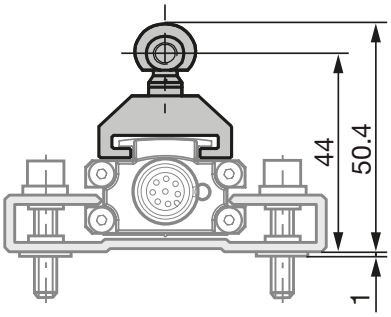
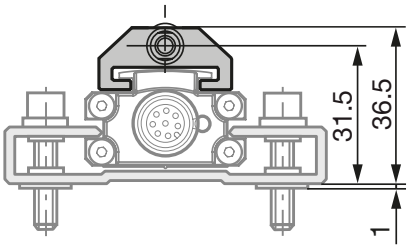
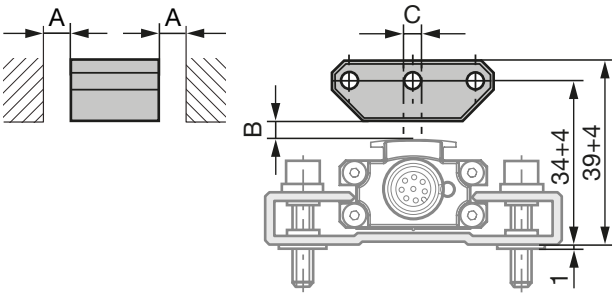
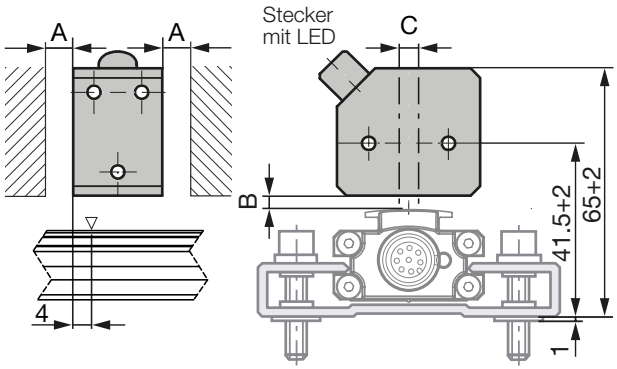

Bild 4-2: Maße und Abstände mit Positionsgeber BTL5-F-2814-1S
Bild 4-3: Maße und Abstände mit Positionsgeber BTL5-T-2814-1S
Bild 4-4: Maße und Abstände mit Positionsgeber BTL5-P-3800-2
Bild 4-8: Maße und Abstände mit Positionsgeber BTL5-P-4500-1 mit elektrischer Magnetfeld-Erzeugung (24 V/100 mA)
i Der Wegaufnehmer Micropulse in Profilbauweise eignet sich sowohl für freie, d. h. berührungslos arbeitende Positionsgeber (siehe Bild 4-4 bis Bild 4-8) als auch für geführte Positionsgeber (siehe Bild 4-2 und Bild 4-3).
- Der Abstand A zwischen Positionsgeber und Teilen, die aus magnetisierbarem Material bestehen, muss mindestens 10 mm betragen (siehe Bild 4-4 bis Bild 4-8).
- Für den Abstand B zwischen Positionsgeber und Wegaufnehmer und für den Mittenversatz C (siehe Bild 4-4 bis Bild 4-8) sind folgende Werte einzuhalten:
Tab. 4-1: Abstand und Versatz für Positionsgeber (siehe Bild 4-4 bis Bild 4-8)
Der Messbereich ist um 4 mm in Richtung des BTL-Steckers versetzt (siehe Bild 4-8).